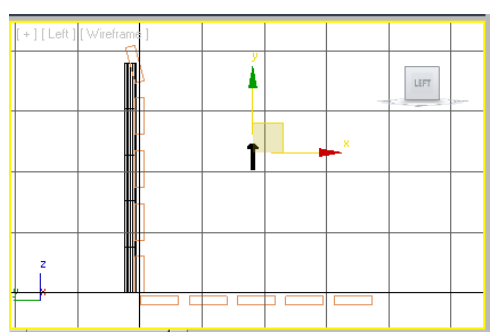

Figure 3-47 *The rivet001 in the Left viewport*
13. Invoke the **Zoom Extents All** tool and move the *rivet001* in the Left viewport to visualize it properly, as shown in Figure 3-47.